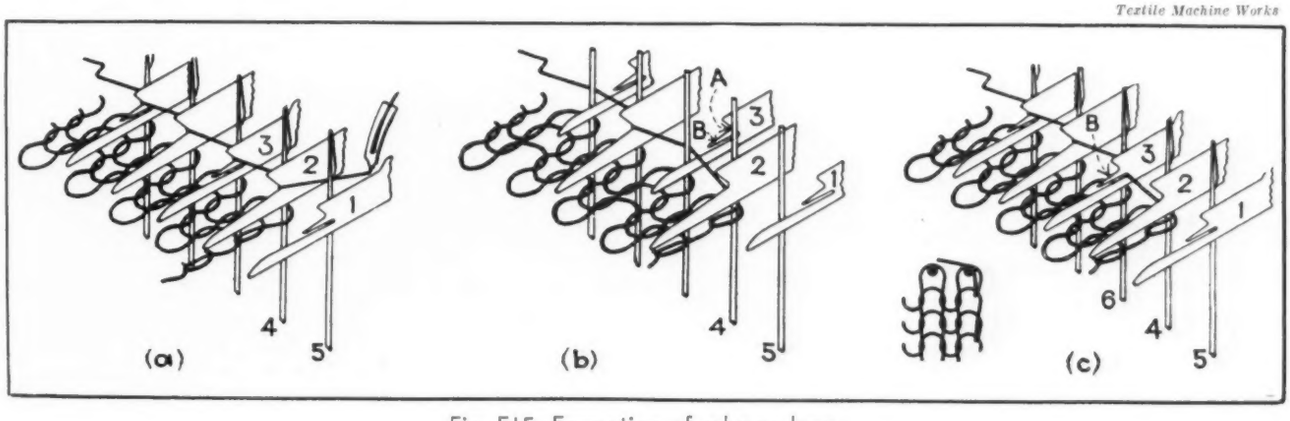

Fig. F15. Formation of selvage loop
**THREAD PASSING.** The following quotation from the January 1934 issue of the *Reading Record* will aid one clearly to understand the requirements for thread passing: "The sketches (Fig. F15), used to show the formation of the selvage loops are greatly exaggerated, necessarily so on account of the extremely short distance between sinkers and dividers. The sinkers and dividers are drawn to scale, but the distance between them is approximately 100 times the actual distance. Fig. F15a shows the beginning of the selvage formation. Coulier-ing and dividing have been finished with the carrier stopped over the last divider, 1. Thus it will be noted that the last loop is formed by sinker 2 and divider 3 moving forward and kinking the yarn around needle 4. The sharp angle that the yarn takes from the throat of sinker 2 to the carrier tube prevents needle 5 from catching the yarn under its beard as it goes down, the new loops are then pulled through the old ones, the needles returned to their highest position, and another course of yarn is laid. As the yarn is slid across the nibs of the sinkers and dividers, the sinkers are slurred forward, sinking the yarn between alternate needles; and at the end of coulieriing the knitting head is in the position shown in Fig. F15b. There the yarn is wrapped around needle 4 and carried up over the nib of the selvage divider 3. Now when the dividers are brought forward by the catchbar, the yarn, instead of sliding up on the throat *A* of divider 3, is carried under the auxiliary nib, *B*, as shown in Fig. 15c. Thus less yarn is drawn by divider 3 than would have ordinarily been drawn. Therefore, the last loop is pulled slightly tighter than the inner loops and consequently a tight selvage is formed. There is a tendency for needle 4 to rob a slight amount of yarn from needle 6 in forming the last loop and, as a result, the last two loops are likely to be tighter.